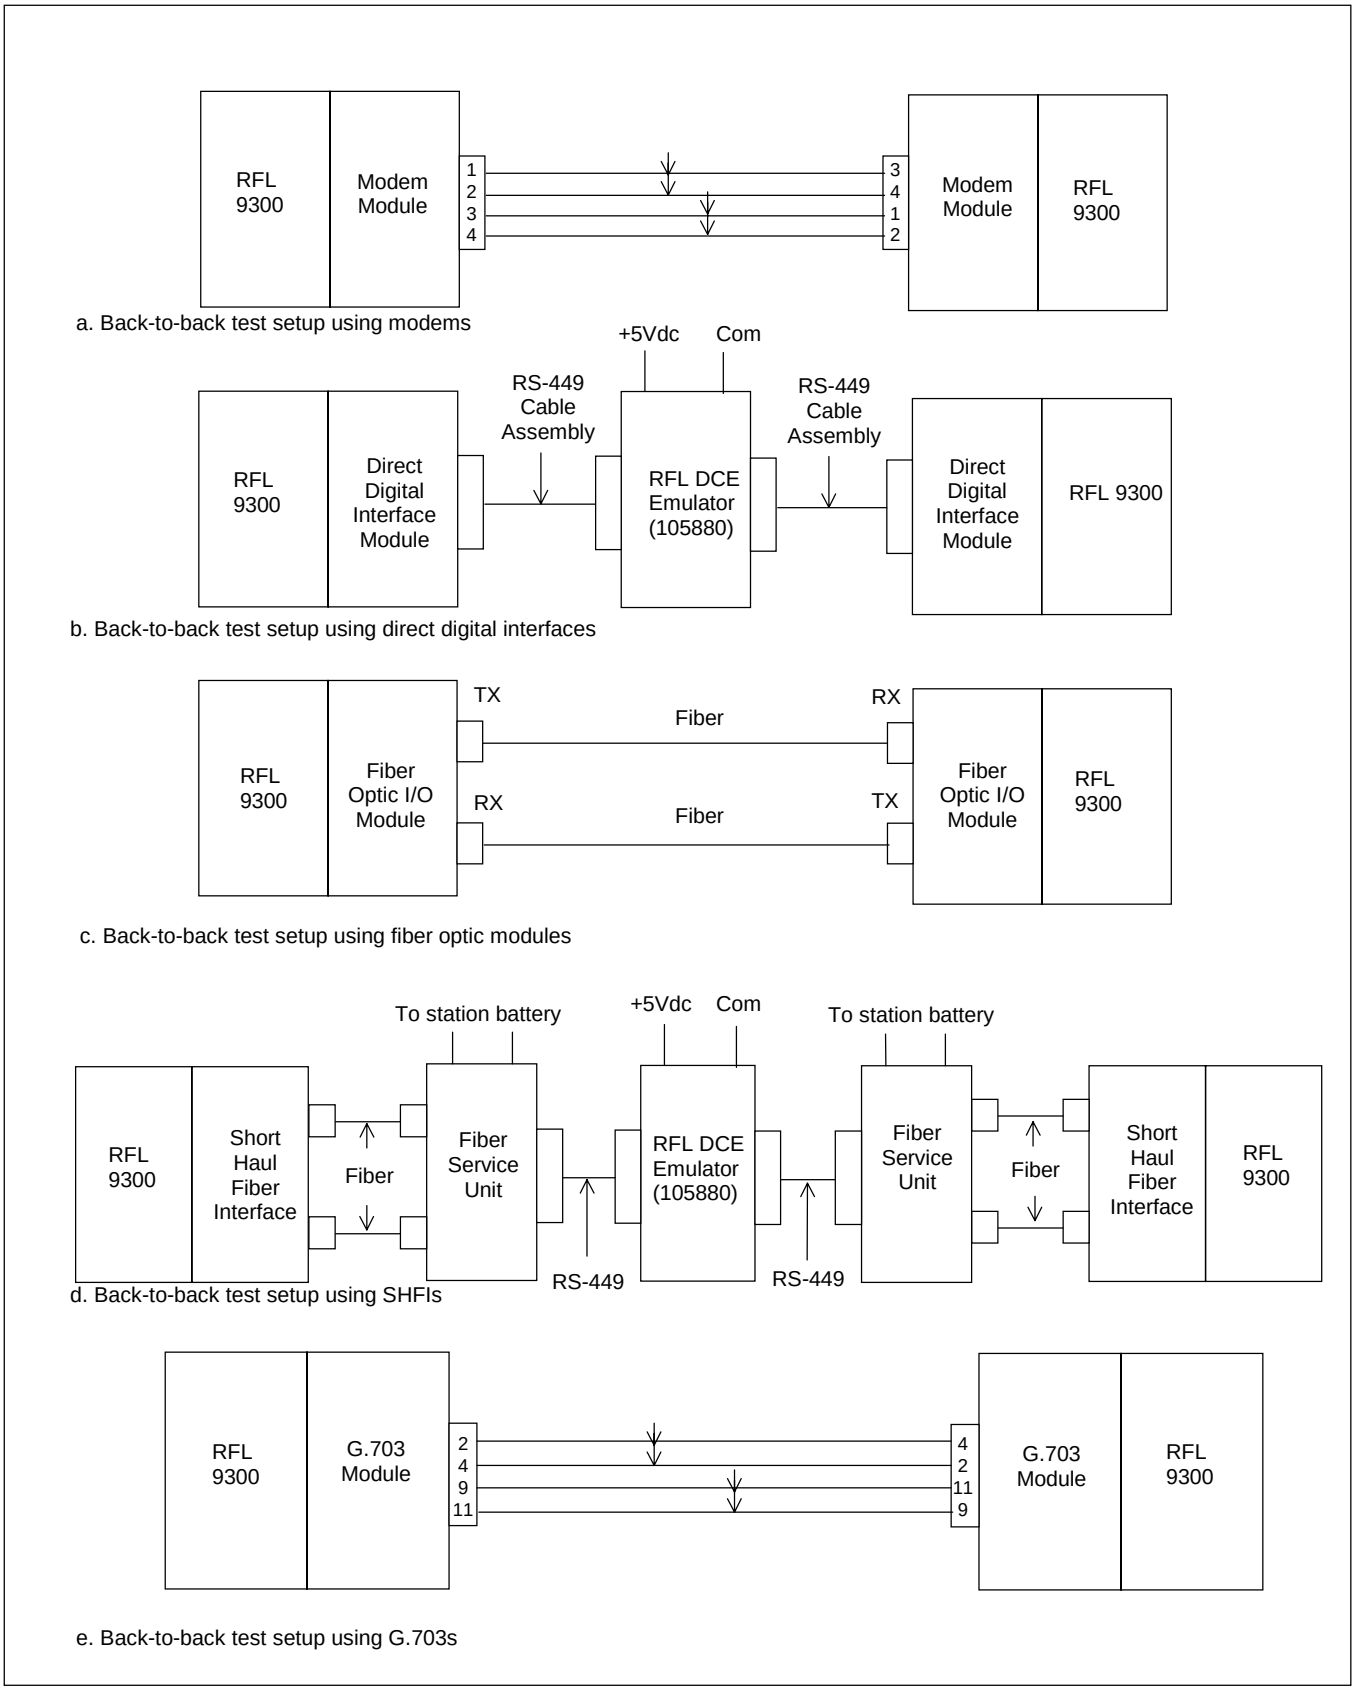

Figura 7-1. Configuraciónes para las pruedas, relés conectados directamente (back-to-back)
6. Los siguentes articulos son requerido para relés equipados con interfaces digitales (“direct digital”): (Vea Figura 7-1)
8. Los siguentes articulos son necesario para relés 9300 equipado con interfaces de bajo alcance (“short haul”): (Vea Figura 7-1)
2. Conecta la salidas e entradas de los dos RFL 9300s según Figura 7-1.
1. Conecte una fuente monofásica de CA a ambos RFL 9300. (Ver Figura 7-1).
Los diagramas de conexión externa del sistema en la Sección 5 de este manual muestran la corriente $3I_0$ conectada al terminal sin polaridad del transformador auxiliar de corriente de tierra (ACT) (terminal TB4-2 del panel posterior). Esto invierte la polaridad de la corriente residual con respecto a las corrientes de fase. Este método ofrece un disparo cada medio ciclo para fallos de tierra. El circuito de prueba de la Figura 7-1 sigue este método invirtiendo la polaridad de $3I_0$ con respecto a I_A,
1. Los otros fallos externos fase a tierra (B-G y C-G) se pueden comprobar volviendo a conectar el circuito mostrado en la Figura 7-1 para energizar Fase B o Fase C en lugar de Fase A.